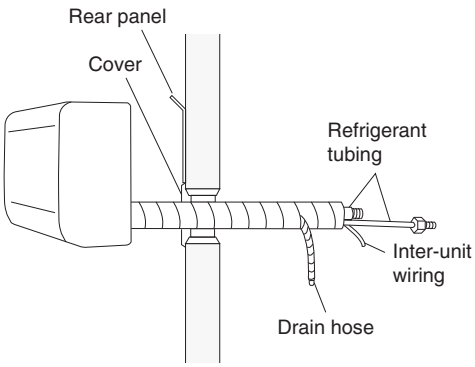

Fig. 3-24
(1) Shape the refrigerant tubing so that it can easily go into the wall hole. (Fig. 3-24)